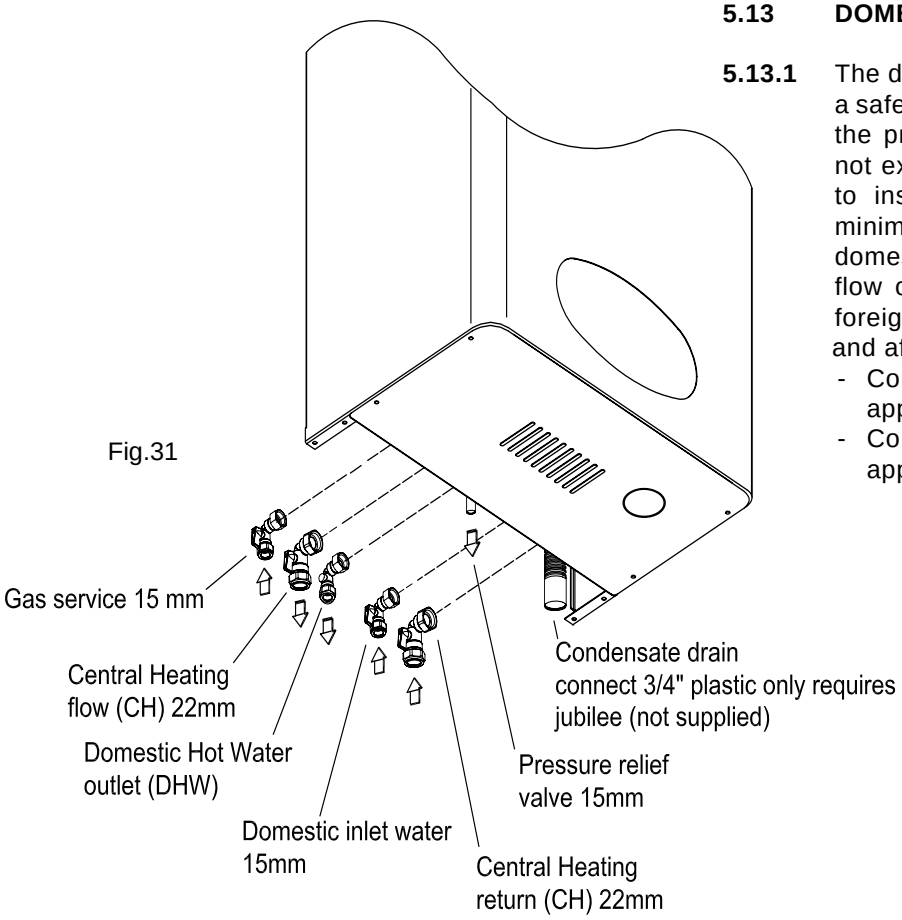

Fig.31
Remove plastic caps from boiler connection and fit valves as per Fig. 31 using washers provided.
5.11 GAS CONNECTION (Fig. 31)
5.12 CENTRAL HEATING CONNECTION (Fig. 31)
5.13 DOMESTIC HOT WATER (Fig. 31)
5.15.1 The condensate drain connection is a flexible 3/4" pipe and is therefore adjustable Fig. 31.